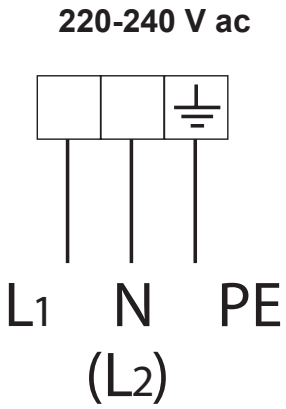

Fig. 8.2
- Connect the wires to the terminal block "**B**" as shown in the diagram in figure 8.2.